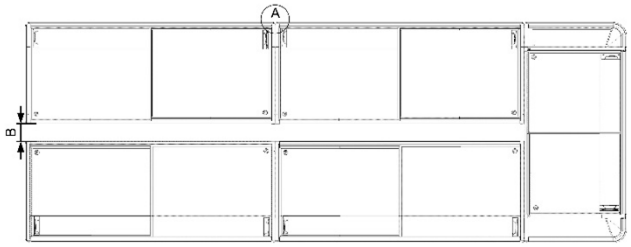

Рис. 5: Минимальные расстояния при сблокированной установке
►Минимальное расстояние при сблокированной установке (см. → Рис.5.) A= 0 мм